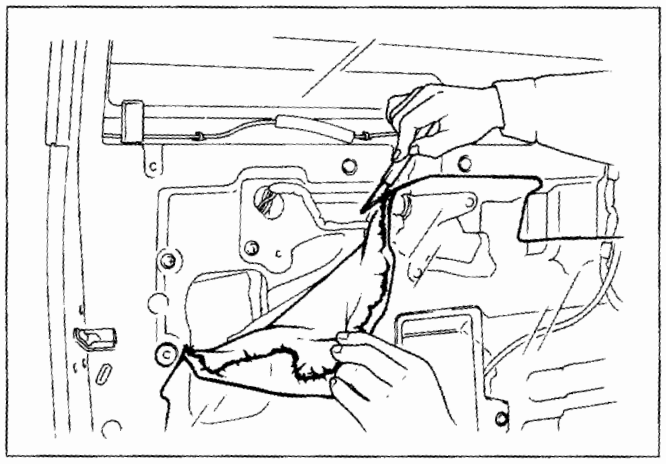

Fig. 10-154
1. **Tailgate trim panel (LH)**
- Refer to "TAILGATE TRIM PANEL (LH)" in this section.
2. **Waterproof sheet (Fig. 10-154)**